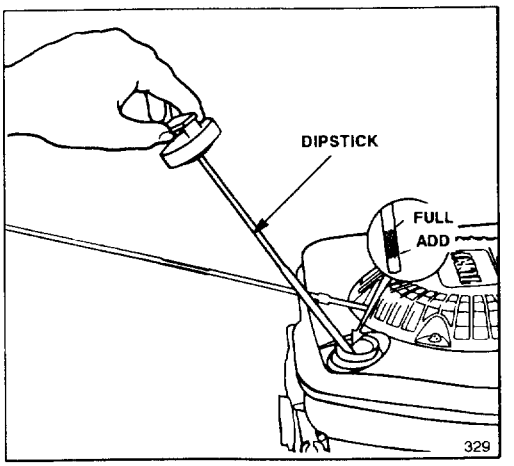

Figure 4
Before each use, ensure oil level is between FULL and ADD marks on dipstick (Fig. 4). Add oil if level is at or below ADD mark.
3. Wipe dipstick and insert it into filler neck. Rotate cap clockwise. Then remove dipstick and check level of oil on side of dipstick with FULL and ADD marks (Fig. 4). If level is low, add only enough oil to raise level to FULL mark on dipstick. **DO NOT FILL ABOVE FULL MARK BECAUSE ENGINE COULD BE DAMAGED WHEN STARTED. POUR OIL SLOWLY.**